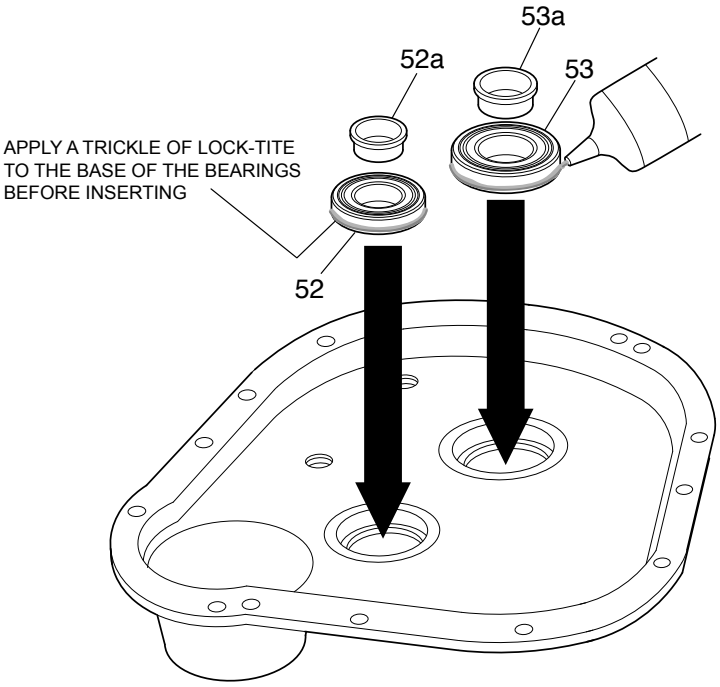

Figure 38
Apply a trickle of Lock-tite to the base of each of the bearings (#T2915217P item 52) and (#T2915218P item 53) then insert the two bearings as shown in figure 38.
Insert the inside rings (items 52a and 53a) inside the bearings as shown in figure 38.